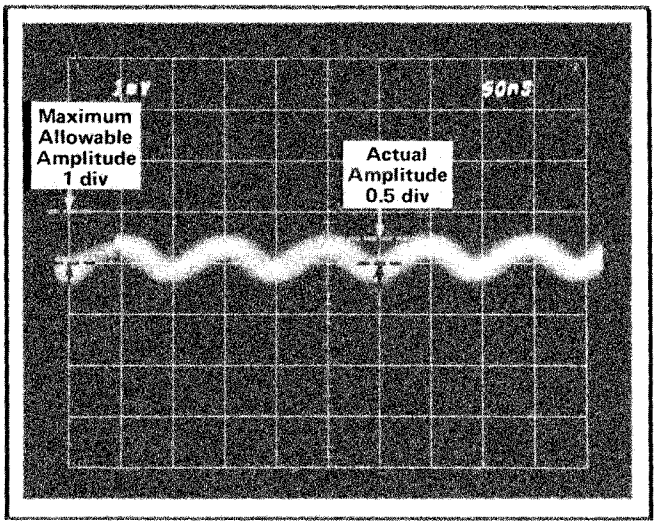

Fig. 5-15. Measuring the peak-to-peak amplitude of a common mode difference signal. Vertical deflection factor: 1 mV/div; sweep rate, 0.5 μs/div.
f. CHECK—One division or less display amplitude. This is equivalent to a CMRR of 10,000:1 or greater. Measure the peak to peak excursion, excluding the trace thickness, as shown in Fig. 5-15.